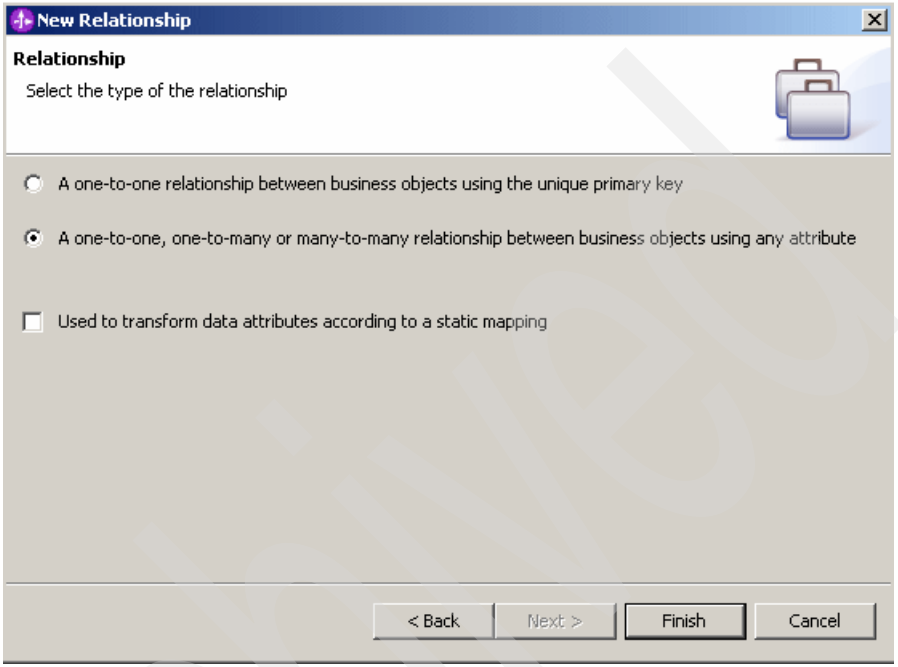

Figure C-5 Choosing the relationship type
3. Choose the type of relationship. As shown in Figure C-5, select **A one-to-one, one-to-many or many-to-many relationship between business objects using any attribute** and click **Finish**.